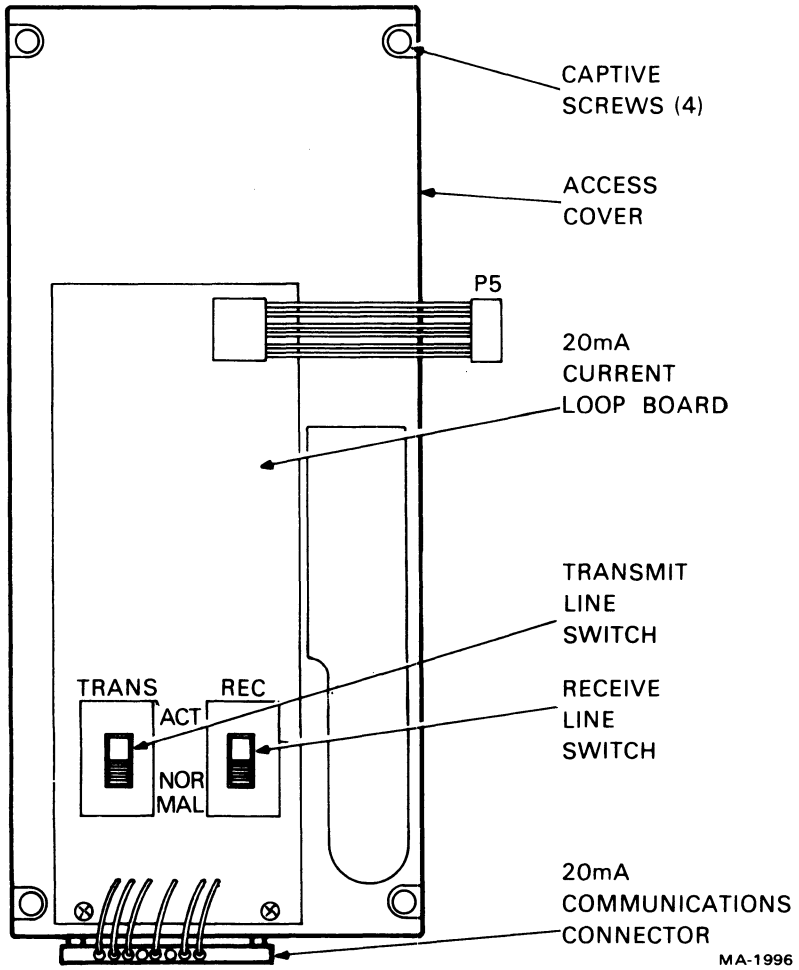

Figure 6-10 20 mA Current Loop Option
2. On the new terminal access cover containing the 20 mA current loop card set the TRANS switch to the NORMAL position (Figure 6-10). (If the terminal must provide current on the receiver line set the switch to the ACT position.)
3. Set the REC switch to the NORMAL position (Figure 6-10). (If the terminal must provide current on the receive line set the switch to the ACT position.)